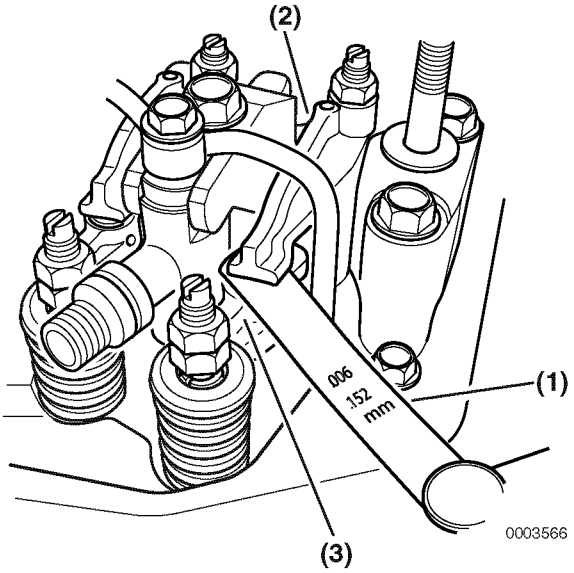

Figure 6-85
8. To adjust the actual valve clearance between the rocker arm and the valve bridge, insert a feeler gauge **(Figure 6-85, (1))** of the correct thickness *(See Adjustment Specifications on page 6-6)* between the rocker arm **(Figure 6-85, (2))** and valve bridge **(Figure 6-85, (3))**. Record the results and use this value as an indication of wear.